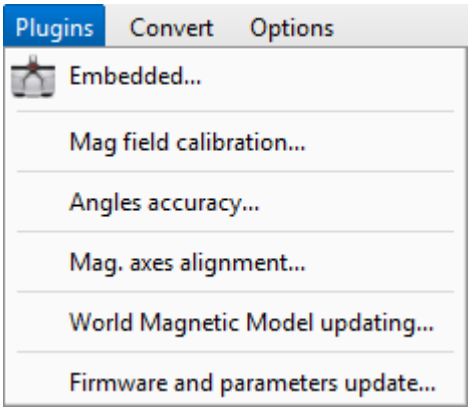

**Fig. 3.5.**
**Plugins** menu contains the INS GUI plugins (Fig. 3.5).